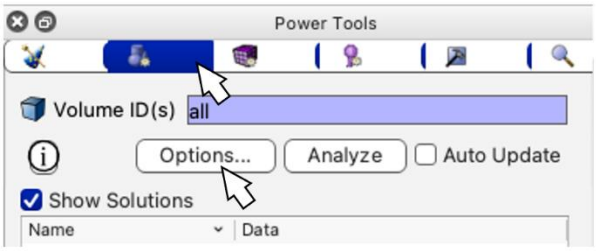

**Figure 1. Navigation to Power Tool and Options panel.**
1. Navigate to the Geometry Power Tool by clicking on the Geometry icon in the power tools window as shown in Figure 1.
2. Select the **Options...** button shown in Figure 1.